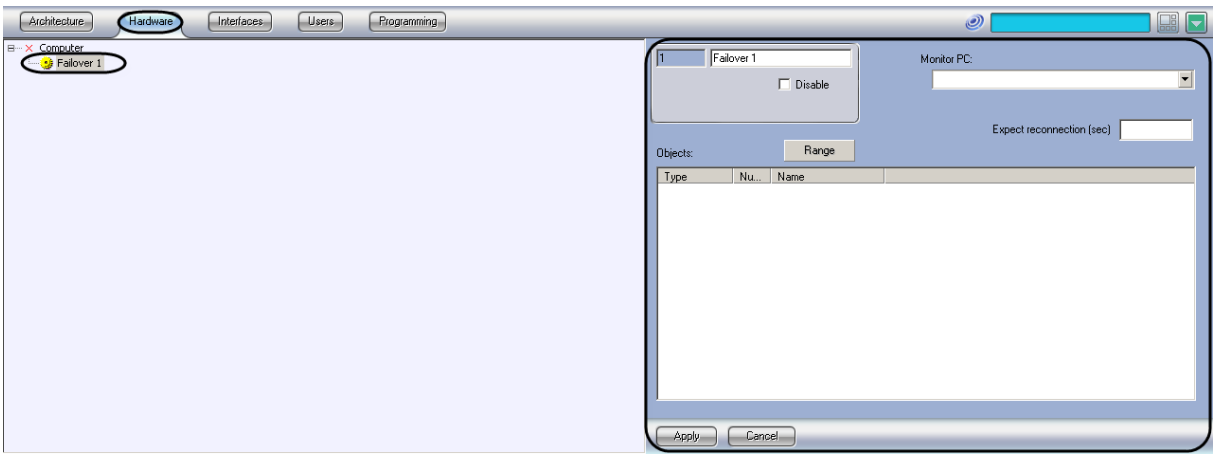

Figure 8.2-14 The “Failover” object
1. Create the “Failover” object under the “Computer” object corresponding to the standby Server in the “Hardware” tab of the “System settings” dialog box (Figure 8.2-14).